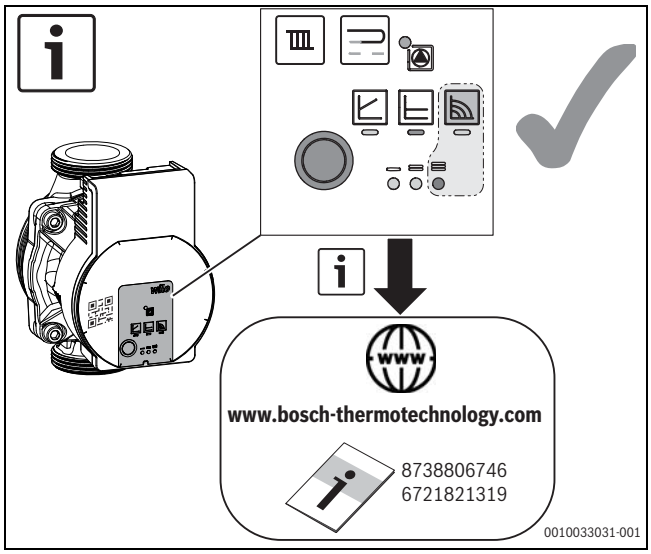

Fig. 13 Impostazione della pompa (esempio)
- ▶ Impostare la pompa sul livello 3 (→Fig. 13).